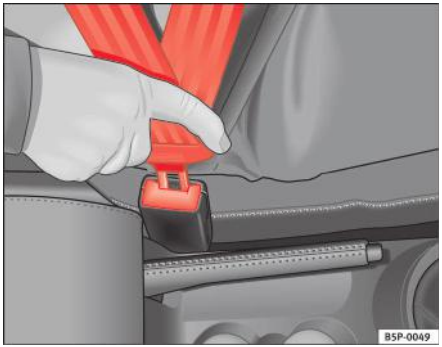

Fig. 12 Catarama şi limba centurii de siguranță
– Introduceți limba centurii în catarama corespunzătoare scaunului şi apăsați până ce aceasta se fixează cu un declic ⇒ fig. 12.